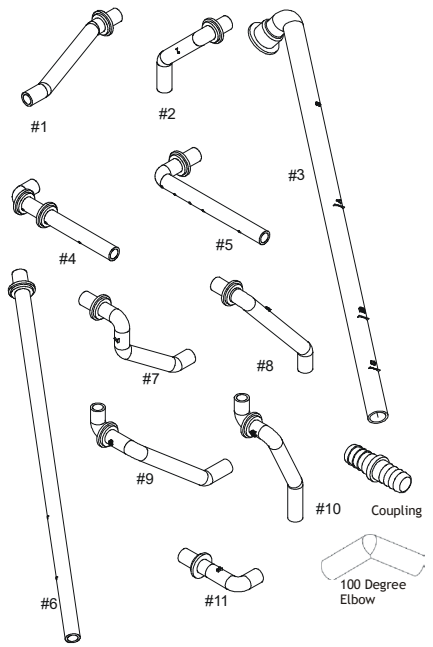

Figure 25
1. Locate and Install the 45º pipe / hose drain coupling from the outside of the cabinet (barbed end goes in the cabinet) through hole in the right side of the cabinet and secure with two field supplied #8 self-tapping screws (see Figure 25).
1. Install the 45 degree pipe / hose drain coupling from the outside of the cabinet (barbed end goes in the cabinet) through the hole in the left side of the cabinet and secure with two field supplied #8 self-tapping screws (see Figure 25).